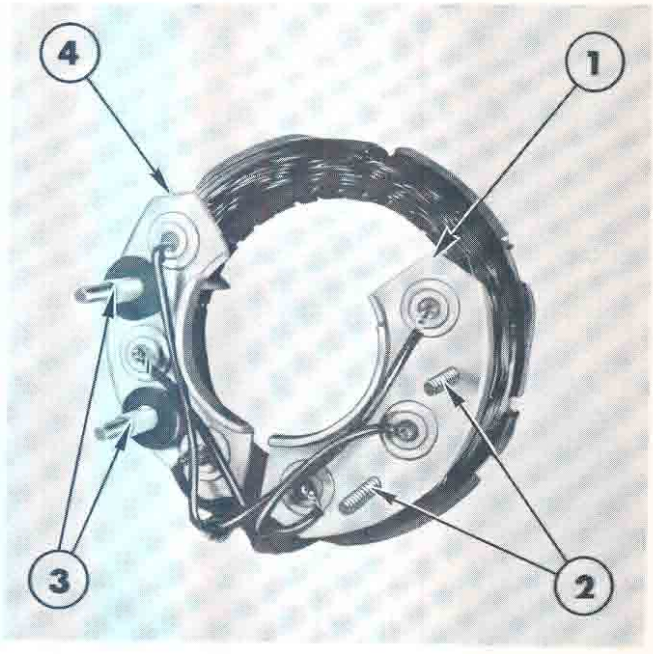

Figure 56
1. Place the insulating sleeves and washers over the rectifying diode studs, Figure 56.